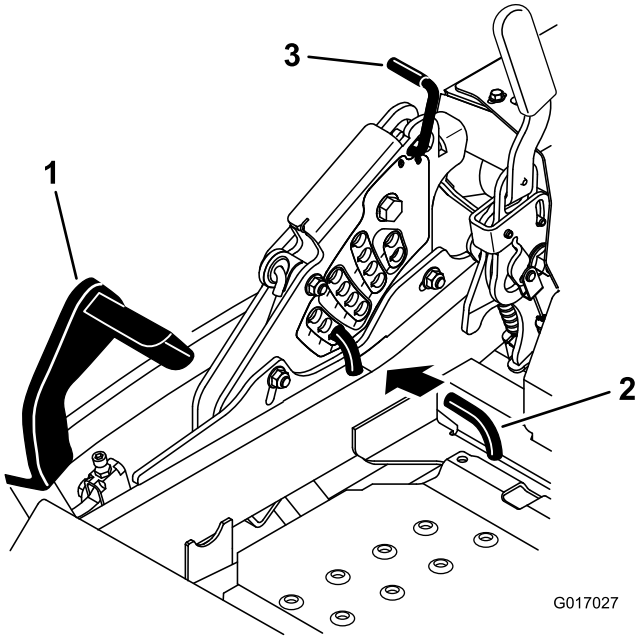

Figur 82
5. Skub pedalen til skjoldløft hele vejen frem, hvorefter skjoldet låses i transportpositionen på 14 cm (Figur 82).